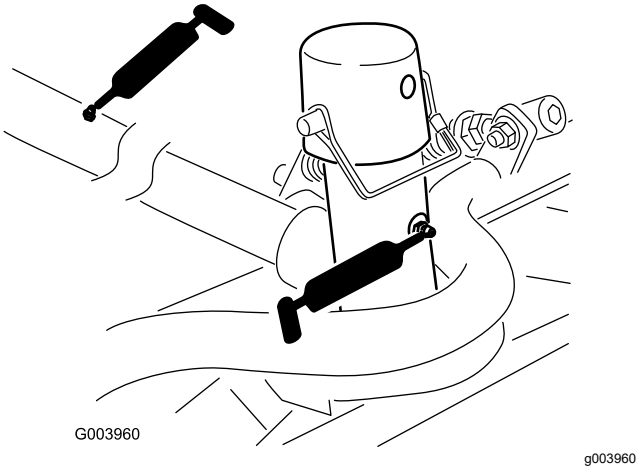

Figuur 72
- Draagframe en draaipunt van maaidek (2 elk) (Figuur 72)